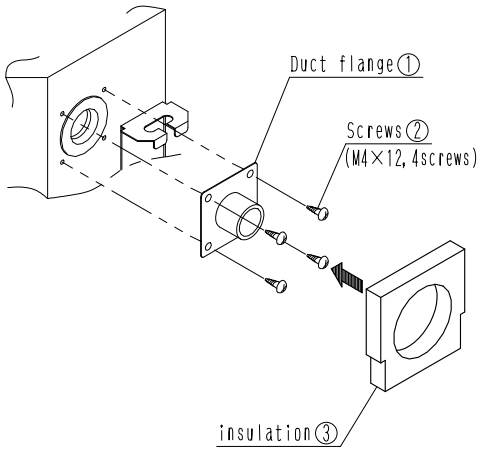

Fig. 3
3. Install the duct flange① with screws② (M4×12, 4 screws) to the opening and adhere the insulation③ (Fig. 3)
①Fix the box with the attached fixing screws (1) at two places and the fixing screw (2) at one place. (Fig. 3)
[Fig. 3]
④ After putting the claw of the cover into the hole of the box, fix them with the attached screw (2). (Fig. 3)